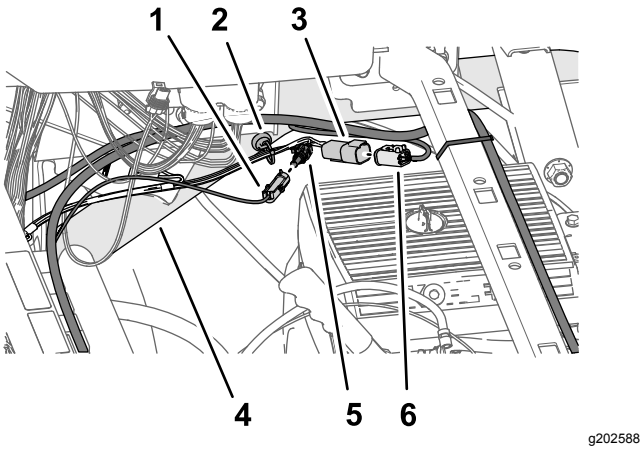

Rysunek 202
3. Podłącz złącze 1-stykowe wiązki przewodów akumulatora oznaczone ***WAŻNE*** TEN PRZEWÓD MOŻNA PODŁĄCZAĆ TYLKO DO ŹRÓDŁA ZASILANIA IMPULSOWEGO 12 V do złącza 1-stykowego gniazdowego odgałęzienia 66 cm wiązki przewodów z zestawu (Rysunek 202) oznaczonego (SW'D PWR FOR GEN 2 TOPCON).
4. Podłącz złącze 4-stykowe odgałęzienia wiązki przewodów 66 cm z zestawu oznaczone ZASILANIE ASC 10 ORAZ POŁĄCZENIE CAN Z MODUŁU X30 do złącza 4-stykowego gniazdowego odgałęzienia wiązki przewodów danych oznaczonego MAGISTRALA CAN 2/ASC 10 (Rysunek 202).